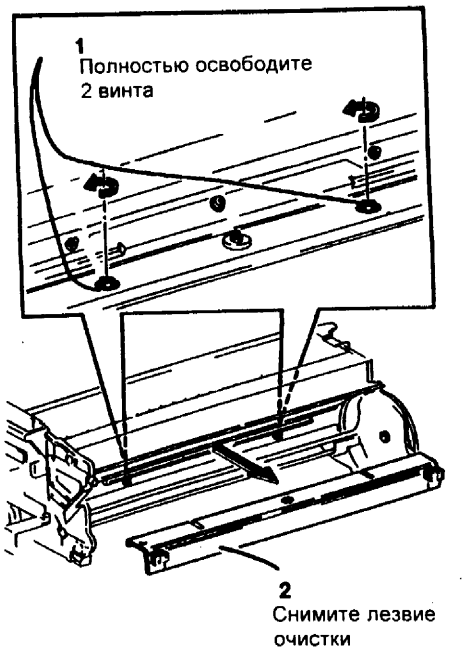

Рис. 2 Снятие лезвия очистки барабана
6. (Рис. 2) Снимите лезвие очистки барабана.